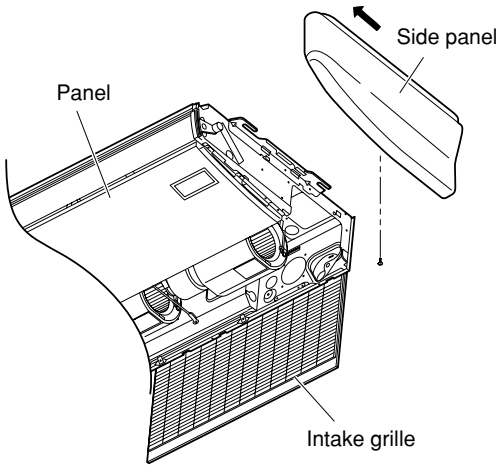

**Fig. 11-7**
(1) To take off the side panel, open the intake grille and remove the screw. Then remove the side panel by moving it toward the front (direction of arrow). (Fig. 11-7)